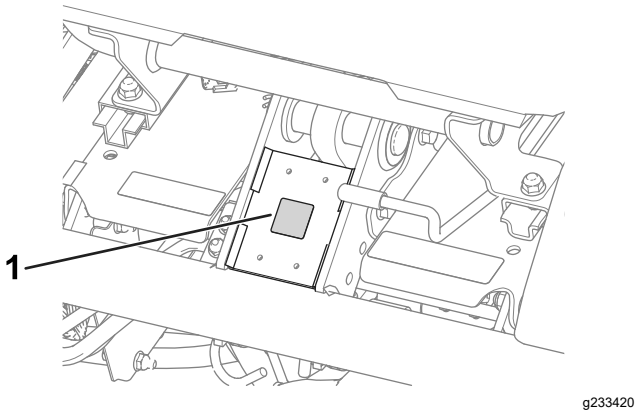

**Rysunek 11**
- Przyklej etykietę ze znakiem CE do ramy pod przednią częścią fotela (Rysunek 11).